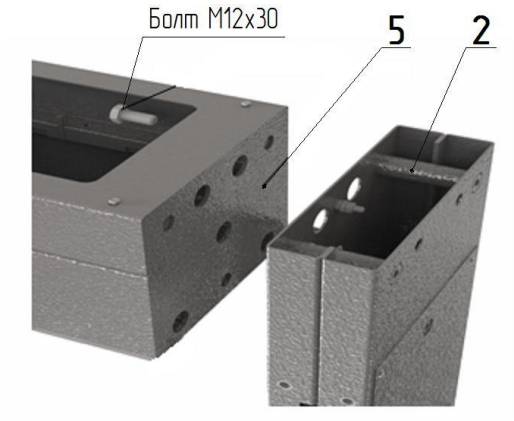
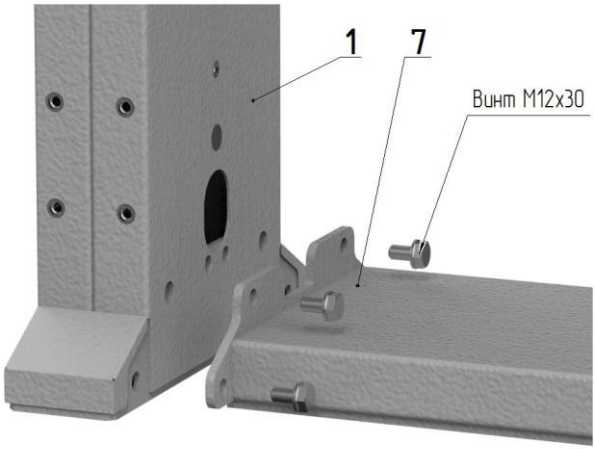

Рис. 1
Рис. 2
1. Сборка турникета (рис. 1, 2, 3):
– положите на пол боковой плоскостью раму привода **5** (рис. 1) (предварительно постелив лист картона), рядом аналогично положите стойку ограничения прохода **1** и стойку шлюза **2**; состыкуйте указанные элементы друг с другом присоединительными элементами и закрутите по три болта М12 с каждой стороны; поставьте собранный портал вертикально на месте установки турникета; закрепите к стойке **1** напольную плиту **7** (рис.2) четырьмя винтами М12;